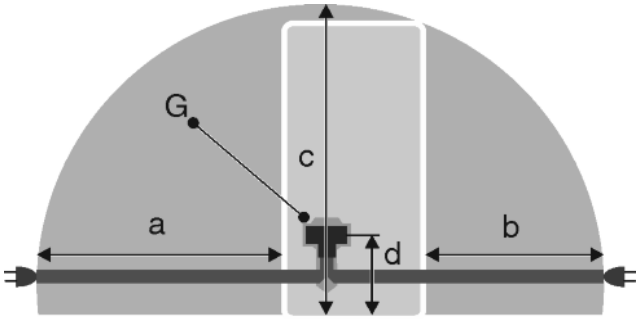

Fig. 31
- La prise de courant est en dehors de la zone postérieure de l'appareil dans la zone concernée. *Fig. 31 (a, b, c)*
▶ Introduire la la fiche de l'appareil *Fig. 31 (G)*au dos de l'appareil. Veiller à ce qu'elle s'introduise correctement.